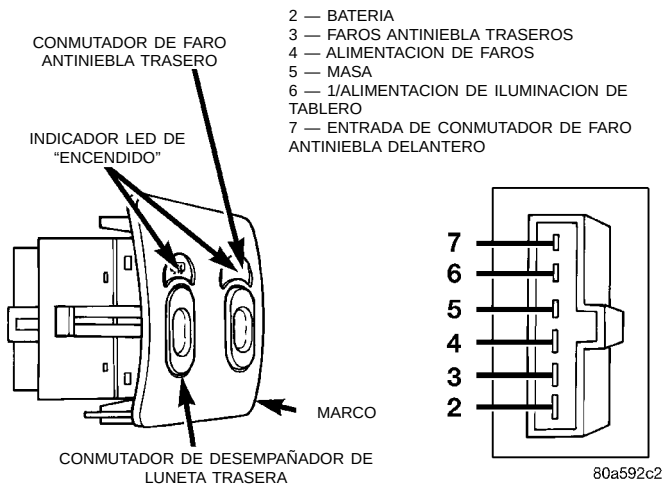

Fig. 28 Conmutador de desempañador de luneta trasera y faros antiniebla
(1) Retire el conjunto de la cubierta superior y el marco del grupo de instrumentos. Consulte la sección de Desmontaje de la cubierta superior y el marco del grupo de instrumentos incluido más arriba.
(2) Introduzca la mano y desenganche el pestillo del marco izquierdo y retire el conjunto (Fig. 28).
(3) Tire del marco y del conmutador o conmutadores hacia atrás desde la abertura y desconecte los conectores de cables.
(4) Retire el conmutador del marco.